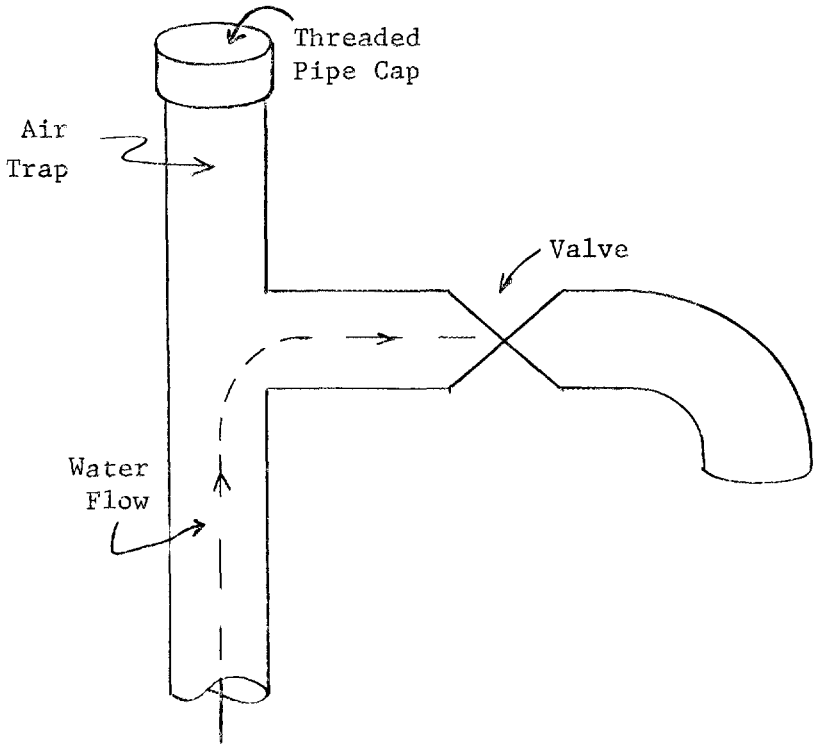

Fig. 5.1. Air Trap to Control Water Hammer in House Plumbing
4. In the building of most residences, an air trap is built into the plumbing near each valve so that the kinetic energy of the water is dissipated by compressing the air in the trap, as shown in Fig. 5.1.
5. In Fig. 5.1, the normal flow of the water is as shown by the arrow. When the valve is closed, the surge of the water is cushioned by the air in the trap, so that the valve and piping are protected from hydraulic _____.